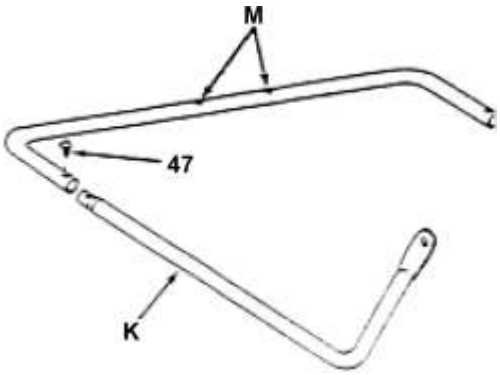

Abbildung 11
- Drehen Sie das untere Rahmenrohr (K) so, dass die Bohrungen in der Rohrmitte nach oben zeigen.
- Stecken Sie die seitlichen Rahmenrohre (M) beidseitig in das untere Rahmenrohr (K) und verbinden Sie diese mit den Kunststoffstopfen (47) (siehe Abbildung 11).